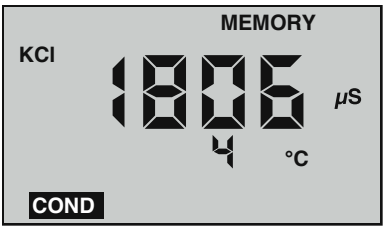

Figure 9
2. "**MEMORY**" will appear and the temperature display will be momentarily replaced by a number (1-100) showing the position of the record. Figure 9 shows a reading of 1806 µS stored in memory record #4.